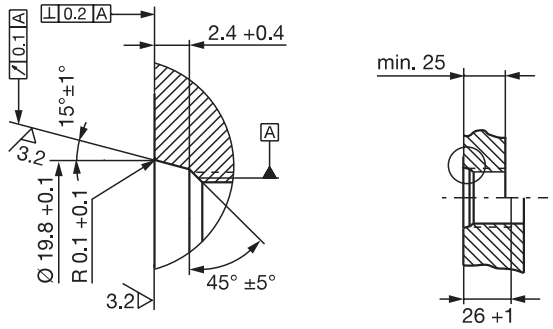
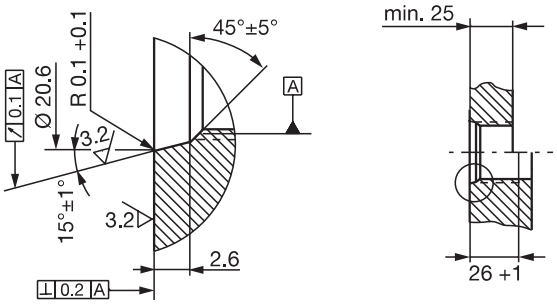

Рис. 5-3: Резьбовое отверстие M18×1.5 по ISO 6149, уплотнительное кольцо круглого сечения 15.4×2.1
Рис. 5-4: Резьбовое отверстие 3/4"-16UNF по SAE J475, уплотнительное кольцо круглого сечения 15.3x2.4
1. Выполните резьбовое отверстие (при необходимости с раззенковкой под уплотнительное кольцо круглого сечения) согласно Рис. 5-3 или Рис. 5-4.